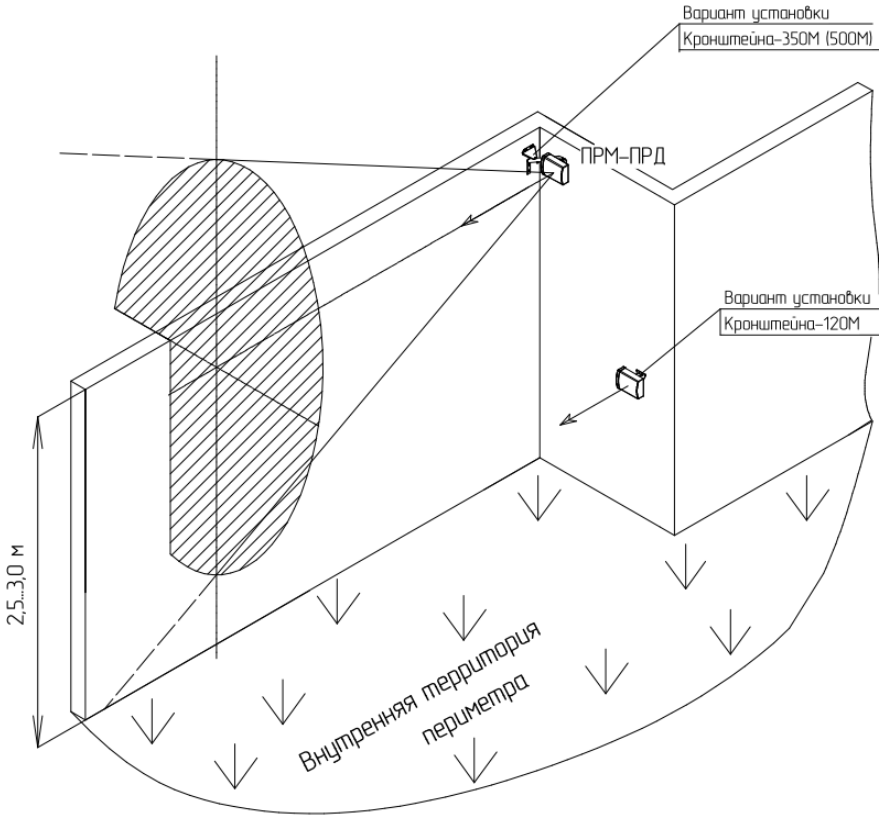

Рисунок 2.4 - Примеры установки извещателя с применением выносных кронштейнов 500, 350, 120М
- Кронштейн-500 (вынос 500 мм) рекомендуется применять, если верх заграждения «закрыт» средствами физической защиты (АСКЛ, АКЛ и т.п.) (см. рисунок 2.4);
- Кронштейн-350 (вынос 350 мм) рекомендуется применять, если по верхней части заграждения отсутствуют средства физической защиты (см. рисунок 2.4);